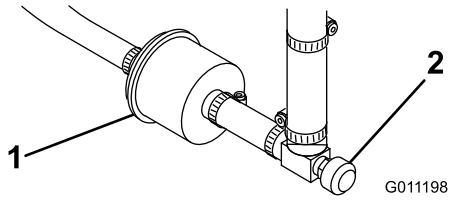

Figur 38
Det sitter ett inlinefilter i bränsleledningen mellan bränsletanken och förgasaren (Figur 38). Byt ut filtret var 800:e körtimme eller tidigare om bränsleflödet begränsas. Se till att pilen på filtret pekar bort från bränsletanken.
1. Stäng bränslekranen, lossa slangklämman på filtrets förgasarsida och ta bort bränsleledningen från filtret (Figur 38).
2. Sätt ett uppsamlingskärl under filtret, lossa den sista slangklämman och ta bort filtret (Figur 38).